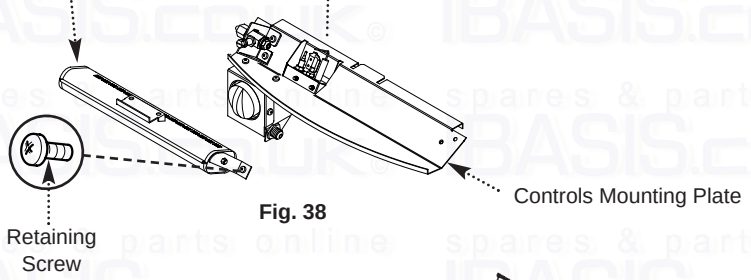

Fig. 38
3. Refit the burner to the controls mounting plate and replace the controls assembly in the combustion box (Fig. 38).